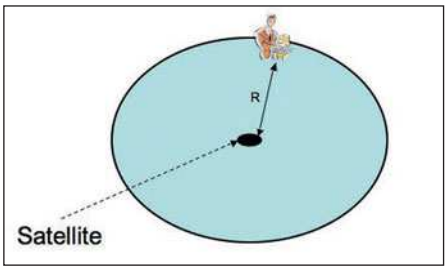
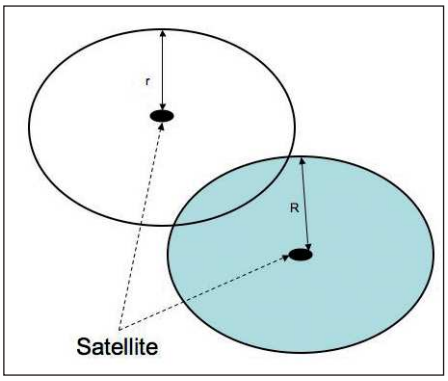
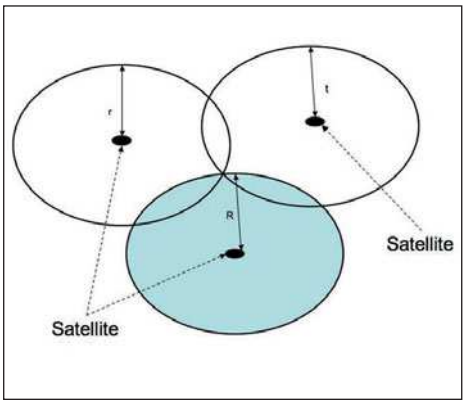

Figura 11: calcolo della posizione GPS: un satellite.
Figura 12: calcolo della posizione GPS: due satelliti.
Figura 13: calcolo della posizione GPS: tre satelliti.
• anti-Spoofing: la modalità Anti-Spoofing ha lo scopo di negare l'accesso continuo alla parte del segnale GPS costituita dal codice P, obbligando quindi all'uso del codice C/A. Il sistema Anti-Spoofing codifica il codice P in un segnale noto come codice Y. Il problema del multipath è abbastanza comune quando il ricevitore è poste vicino una zona riflettente. La precisione della posizione può essere ulteriormente incrementata grazie all'uso di sistemi come il WAAS (statunitense) o l'EGNOS (europeo) perfettamente compatibili tra loro. Consistono in uno o due satelliti geostazionari che inviano segnali di correzione. Consideriamo il caso di ricevere il segnale da un satellite **(figura 11)** e di aver calcolato una certa distanza (R), possiamo tracciare un cerchio il cui centro è il satellite e la sua circonferenza rappresenta una nostra possibile posizione (infatti tutti i punti sulla circonferenza sono equidistanti dal GPS): Supponiamo di ricevere un altro segnale da un altro satellite **(figura 12)**; adesso ci sono due possibili punti in cui mi posso trovare a distanza R dal primo e distanza r dal secondo; con un terza satellite avremmo un solo punto **(figura 13)**. Naturalmente la descrizione suddetta è la semplificazione nelle due dimensioni di una realtà in tre dimensioni. Quindi dobbiamo modificare tale descrizione partendo da una sfera anziché da una circonferenza. Essendo nota, istante per istante, la posizione dei vari satelliti, con ciascuna misura di distanza si individua una sfera che ha per centro il satellite e raggio pari alla distanza misurata: il ricevitore si trova in uno qualsiasi degli infiniti punti della superficie della sfera. Una sola sfera è tuttavia insufficiente per individuare la posizione nello spazio del ricevitore, infatti essa è nota se sono note le tre coordinate X, Y e Z in un sistema di assi cartesiani con origine posto normalmente nel centro della Terra. È intuitivo che per determinare le suddette coordinate sono necessarie tre misure di distanza e quindi la ricezione dei segnali di almeno tre satelliti. Da un punto di vista matematico, il software interno al nostro ricevitore GPS